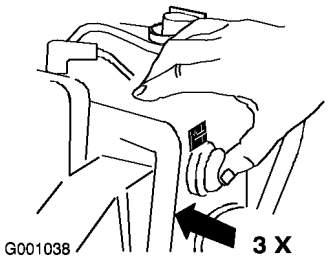

Figur 29
6. Trykk inn primeren bestemt tre ganger med tommelen. Hver gang holder du primeren inne i ett sekund før du slipper den (Figur 29).